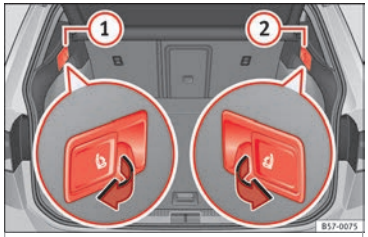

Fig. 146 In the luggage compartment: levers for remote release of the left part (1) and right part (2) of the rear seat backrest.
- Pull the remote release lever of the left part ››› Fig. 146 ① or right part ② of the backrest in the direction of the arrow. The released part of the rear seat backrest is folded automatically down and forwards.